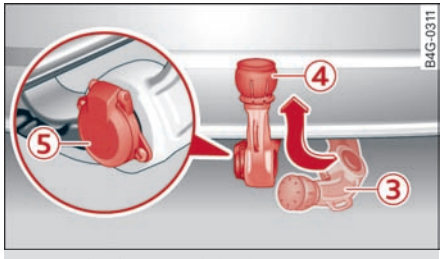

图 197 后保险杠：锁止拖车牵引装置并打开插座
- ▶ 继续沿箭头方向用手推拖车牵引装置 ③，直到听到和感到其卡止 ⇨ *图 197*。LED 指示灯呈绿色亮起。
- ▶ 连接拖车前，必须将防尘盖 ④ 拔下，并将其存放到车内。
- ▶ 您可以将拖车的电缆连接到插座 ⑤ 上。